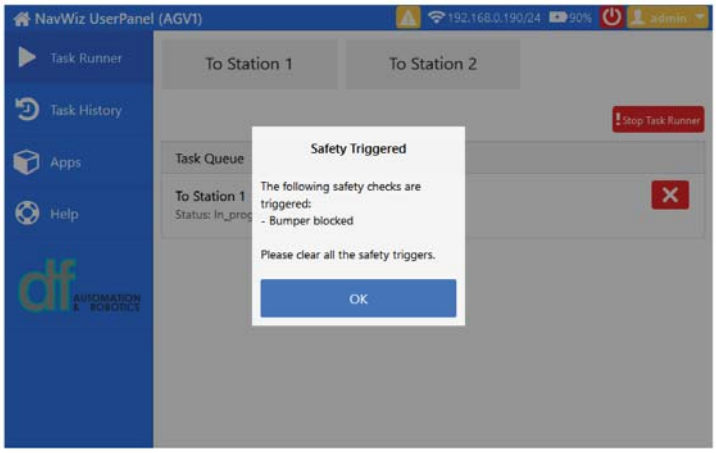

Fig. 3.26: Bumper Blocked Safety Triggerd Message
i. Upon the activation of either Front or Rear **Bumper** , AGV will stop its current operation immediately and a **Safety Triggered** with **Bumper blocked** message will be shown on the **LCD Touchscreen** as shown in Fig. 3.26.